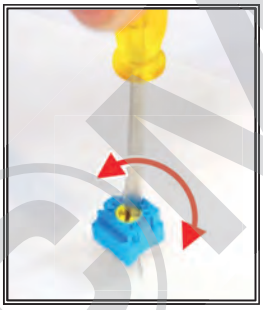

図 1-1(k) ダイヤルの回転方向
- 図 1-1(k) のように、マイナスドライバー等をみぞにさしこむと中心のダイヤルを左右に回すことができます。